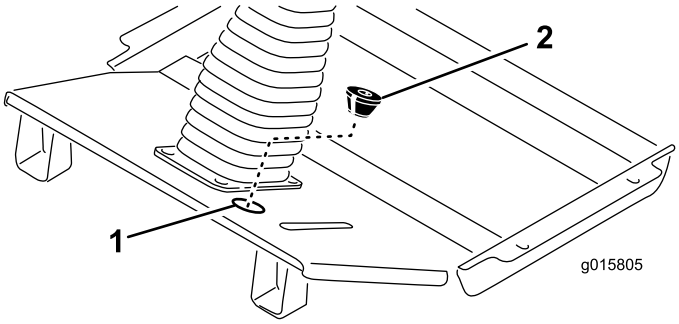

Figur 10
- Før enden av ledningssatsen med de (5) koblingene opp gjennom utstøterhullet i gulvplaten (Figur 10).
- Skjær et spor i medfølgende gummitetning og skjær ut bunnåpningen (Figur 10). Med gummitetningens kjegleende vendt nedover, vikle den rundt ledningssatsen og sett den inn i utstøterhullet i gulvplaten.